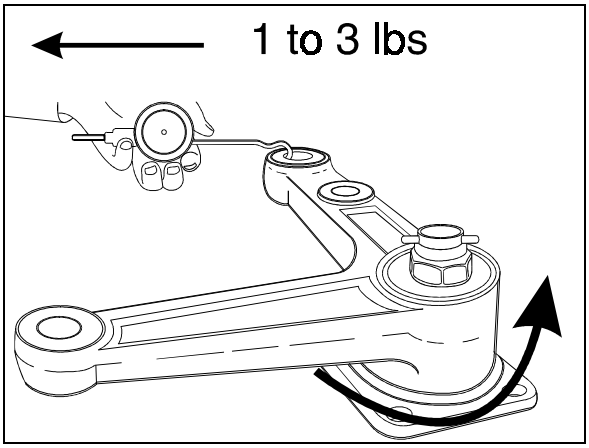

FIGURE 11: BELL CRANK 16045
6. Unscrew nut until bell crank or idler arm starts to turn by the application of 1 to 3 pounds load (Fig. 11).